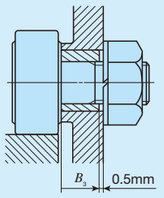

Fig. 9 Length of mounting hole for Eccentric Type Cam Followers
❷ The length of a mounting hole for Eccentric Type Cam Followers must be 0.5 mm or more longer than the B_3 dimensions (eccentric collar width) specified in the dimension table. (See Fig.9)